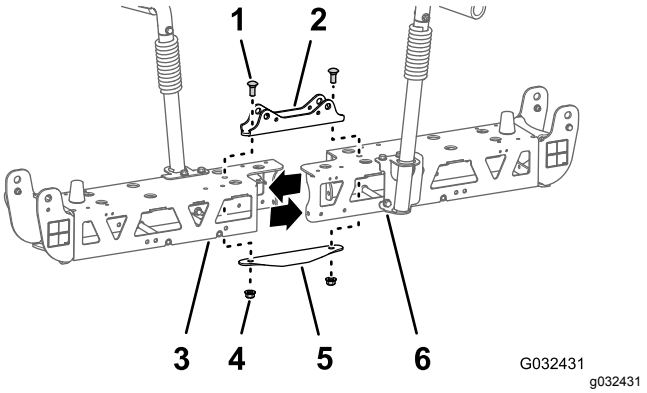

Figuur 51
2. Verwijder de 2 slotbouten (1/2 x 1-1/4") en 2 borgmoeren (1/2") waarmee de smalle cilinderbevestiging, linker en rechter frames en de smalle verbindingsplaat bevestigd zijn (Figuur 51).